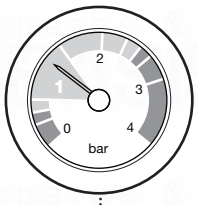

Fig. 34
8. Pressurise the system to 1.5 bar (Fig. 34) then close and disconnect the filling loop.